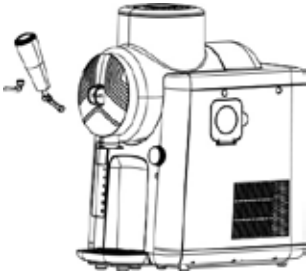

Fig. 4
12. Insérez ensuite le robinet dans l'ouverture et mettez la goupille de sécurité pour fixer le robinet (Fig. 4) : Pour ce faire, les ouvertures de l'orifice de sortie et du levier du robinet doivent se superposer ; insérez ensuite la goupille de sécurité et tournez-la jusqu'à ce que la petite goupille sur le côté s'insère dans l'ouverture de l'appareil. Si le piston blanc dans le compartiment de distribution n'est pas correctement placé et empêche l'insertion du robinet, suivez les instructions du chapitre « Nettoyage et entretien ».